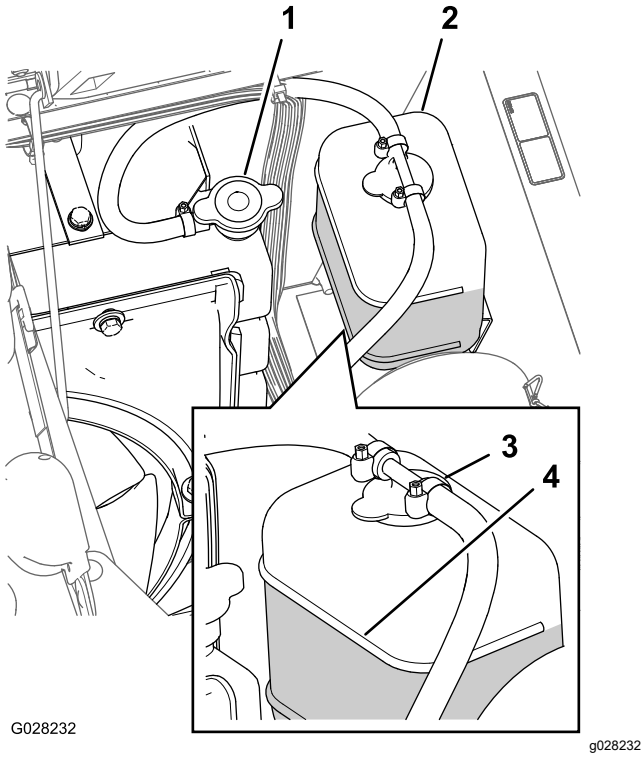

Figura 103
3. Retire cuidadosamente a tampa do radiador e a tampa do depósito de expansão (Figura 103).
Nota: O radiador deverá encontrar-se cheio de líquido até ao cimo do tubo de enchimento e o nível de líquido no depósito de expansão deverá atingir a marca Cheio no depósito (Figura 103).
5. Se o nível do líquido de arrefecimento for baixo, retire a tampa do depósito de expansão e o tampão do radiador, encha o depósito de expansão até à marca Cheio e o radiador até ao cimo do tubo de enchimento (Figura 103).
6. Volte a colocar as tampas no radiador e no depósito de expansão (Figura 103).
2. Aguarde até o motor estar frio e depois retire o tampão do radiador (Figura 103).
6. Retire o tampão do radiador (Figura 103).
8. Ligue o motor com a tampa sem aperto no radiador (Figura 103).
10. Assim que o líquido de arrefecimento tiver aquecido, encha o nível do líquido até à superfície de vedação e aperte o tampão (Figura 103).
11. Abra a tampa do depósito de expansão e encha o depósito com líquido de arrefecimento até ao nível Frio (Figura 103).